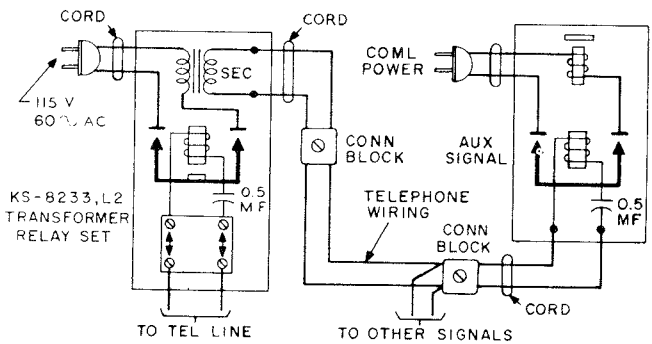

Fig. 4 — KS-8233, List 2 Transformer Relay Set Connections
2.04 The KS-8233, List 2 Transformer Relay Set has been used to connect several signals to one telephone line, as shown in Fig. 4, and may be encountered in some existing installations.